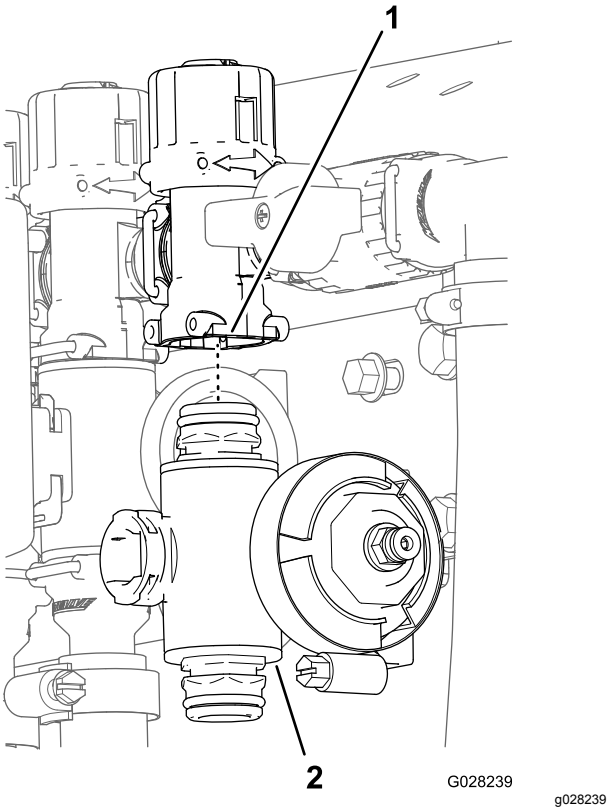

**Figur 96**
3. For venstre eller høyre bomseksjonsventiler: fjern flenshodeskruene og de flensede låsemutterne som sikrer seksjonsventilen(e) til ventilfestet, og fjern ventilmanifoldet fra maskinen. For midtre seksjonsventil: fjern seksjonsventilmanifoldet fra maskinen (Figur 96).